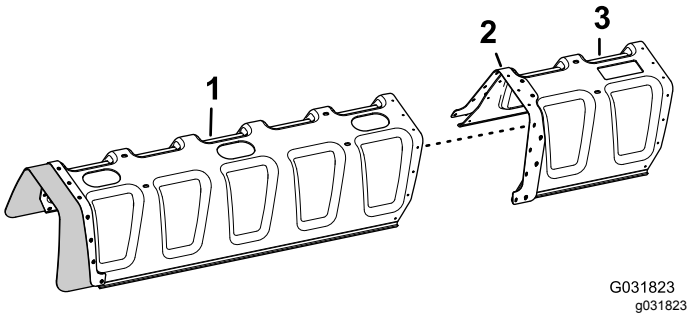

Figur 232
3. Rikta in hålen i förstärkningsplattan (dubbelradig) på kåpförlängningen mot hålen i änden av kåpan till sprutrampen med elva munstycken (Figur 232).